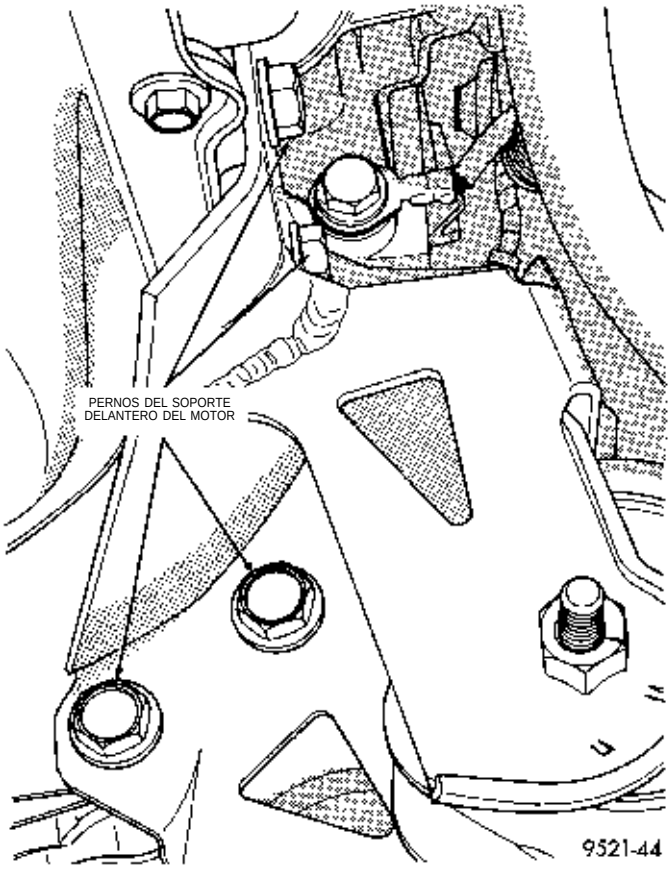

Fig. 38 Ménsula delantera del motor
(15) Retire el perno pasante del soporte delantero del motor. Retire los pernos de la ménsula delantera del motor (Fig. 38).